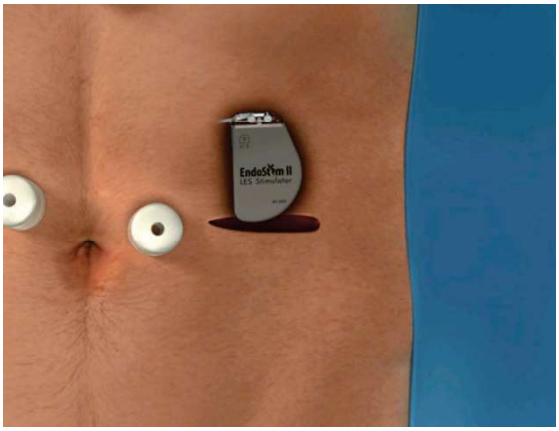

Figura 13 Inserción del GPI en el bolsillo
1. Coloque el GPI en el bolsillo subcutáneo con una maniobra de rotación delicada (figura 13). Asegúrese de que el logotipo de EndoStim esté hacia arriba. Una vez que el GPI esté parcialmente introducido en el bolsillo, realice una maniobra